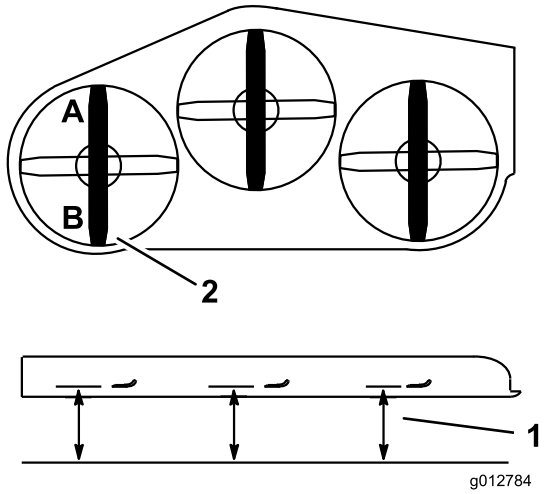

Figur 85
2. Mål den venstre kniv ved punktet **A** fra en plan overflade til knivspidsens skarpe kant, og noter dette tal ned (Figur 85).
3. Mål den venstre kniv ved punktet **B** fra en plan overflade til knivspidsens skarpe kant, og noter dette tal ned (Figur 85).
4. Plæneklipperens skærekniv skal være 6 til 10 mm lavere i position **A** end i position **B** (Figur 85). Hvis det ikke er korrekt, skal du gøre følgende: